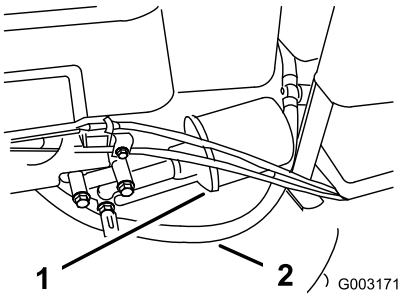

**Figura 24**
Sostituite il filtro dell'olio (Figura 24) ogni 100 ore di servizio oppure ogni anno, a seconda della data più prossima.
4. Staccate il tubo del carburante (Figura 24) allentando il serratubo sul carburatore.